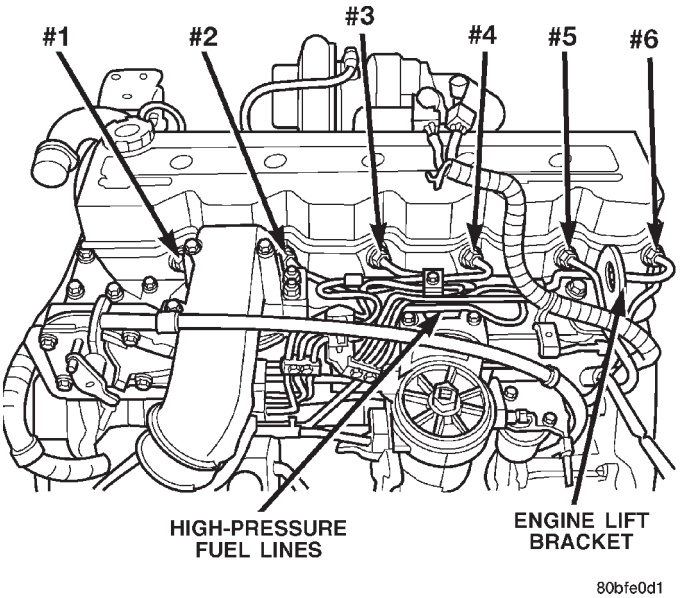

Fig. 54 High-Pressure Fuel Lines
(14) Remove engine lifting bracket at rear of intake manifold (2 bolts) (Fig. 54).
(18) Loosen high-pressure lines at cylinder head for cylinders 1, 2 and 4 (Fig. 54).
(19) Carefully remove front line bundle from engine. **Do not bend lines while removing.** While removing front line bundle, note line position.
(20) Loosen high-pressure lines at injection pump beginning with cylinders 3, 5 and 6.
(21) Loosen high-pressure lines at cylinder head for cylinders 3, 5 and 6 (Fig. 54).
(22) Carefully remove rear line bundle from engine. **Do not bend lines while removing.** While removing rear line bundle, note line position.